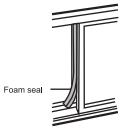

Fig.15
5. Corte el sello de espuma al largo apropiado y selle el espacio abierto entre la hoja superior de la ventana y la hoja exterior de la ventana, como lo muestra la Fig.15.